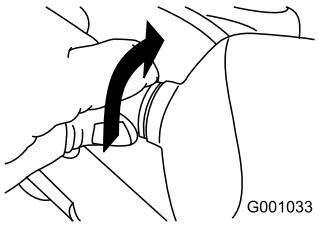

Rysunek 54
2. Przekręć podstawę żarówki do oporu w lewo (Rysunek 54).